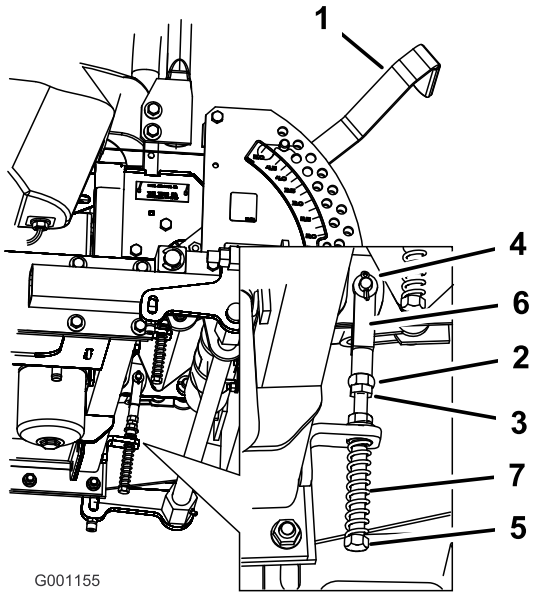

Figur 74
8. Hvis det er nødvendig med justering må du løsne på mutteren og låsemutteren mot krysshodet (Figur 74).
9. Legg på lett trykk bakover på kontrollspakene, vri hodet på justeringsbolten i korrekt retning inntil kontrollspaken er sentrert i nøytral, låst stilling (Figur 74).
10. Stram mutteren og låsemutteren (Figur 74).